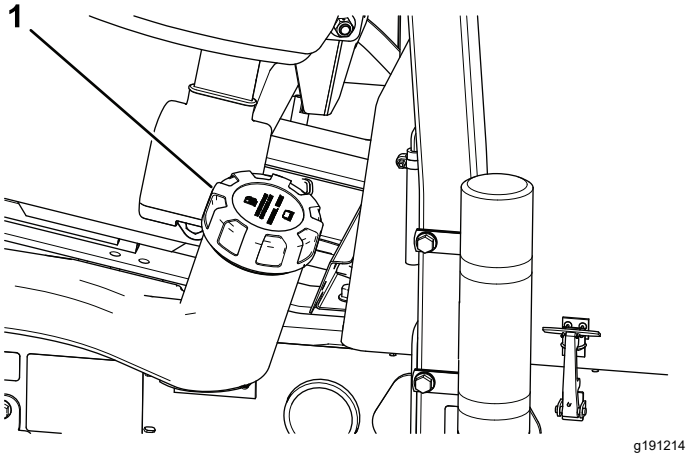

Figur 36
2. Rengjør området rundt drivstofftanklokket (Figur 36).